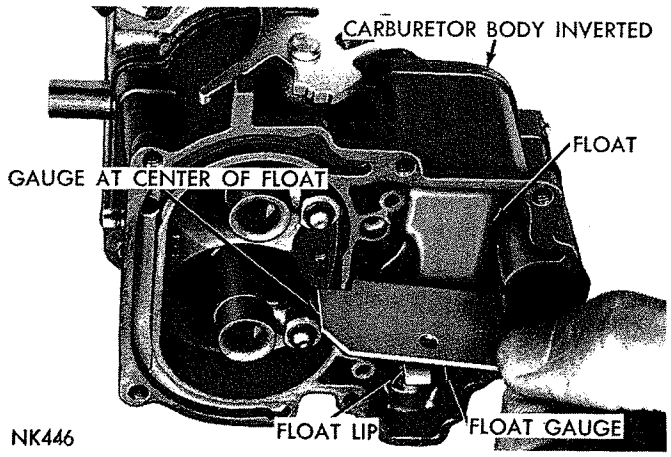

*Fig. 14—Checking the Float Setting*
(1) Install float with the fulcrum pin and retaining spring in main body.
(2) Install needle, seat and gasket in the body and tighten securely.
(3) Invert main body so that weight of the float **only** is forcing needle against the seat.
(4) Using Tool 73725 or a "T" scale, check float, as shown in (Fig. 14). There should be 7/32 inch from surface of fuel bowl (gasket removed) to the top of the float at center.